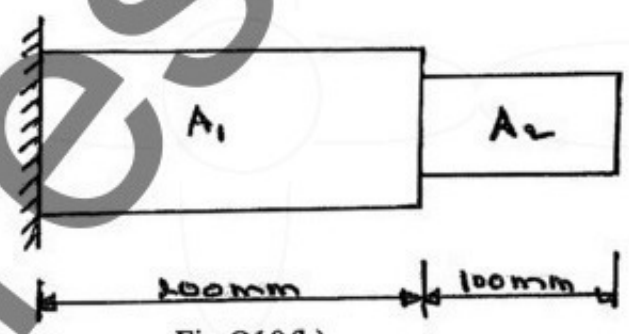

Fig.Q10(b) **(14 Marks)**
b. Evaluate eigen vectors and eigen values for the stepped bar shown in Fig.Q10(b). Take E = 200 GPa and specific weight 7850 kg/m^3. Draw mode shapes. Take A_1 = 400 mm^2 and A_2 = 200 mm^2.